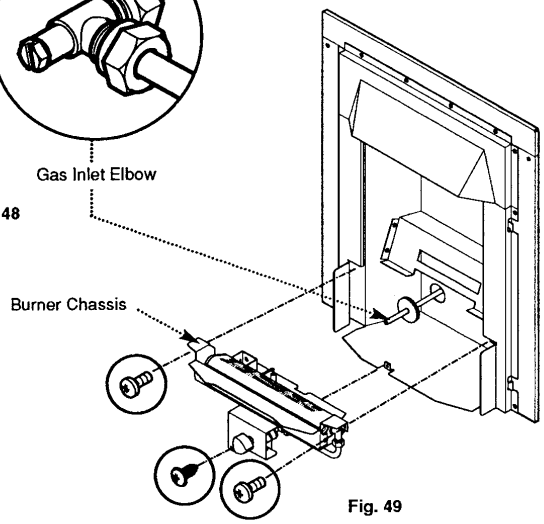

Fig. 49
3. Undo the three screws retaining the burner chassis assembly to the combustion box sides and combustion box base. Withdraw the burner chassis assembly (Fig. 49).